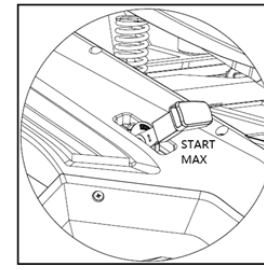

Рис. 28
- Переведите рычаг сцепления в положение «Старт» (рис. 28).